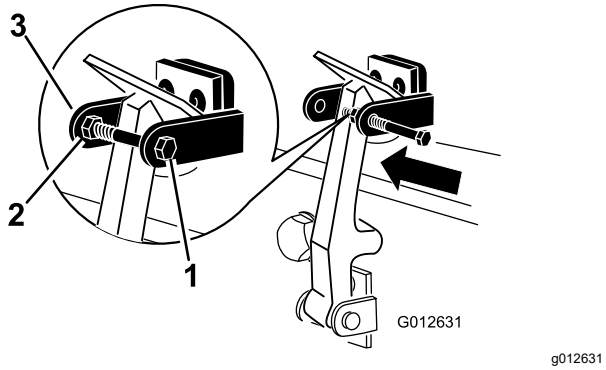

図 8
7. フードロックブラケットのもう一方のアームにボルトを取り付けてラッチを固定する図 8。ボルトはしっかりと固定するがナットの締め付けは行わないこと。